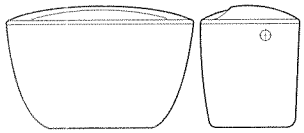

Рис.6
-бачок смывной с верхним пуском с боковой подводкой низкий (рис. 6).